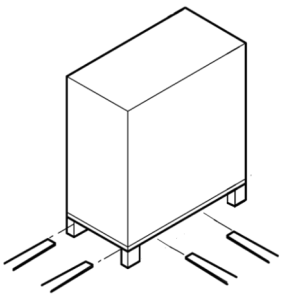

Abb. 1: Transport mit dem Flurförderfahrzeug
1. **Bild 1:** Zerschneiden Sie die Kunststoffbänder ① und entfernen Sie diese.
2. Heben Sie den Holzdeckel ② von der Verpackung ab.